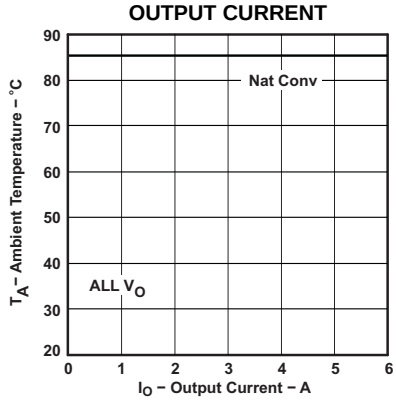

Figure 10.
(2) The temperature derating curves represent the conditions at which internal components are at or below the manufacturer's maximum operating temperatures. Derating limits apply to modules soldered directly to a 100 mm x 100 mm double-sided PCB with 2 oz. copper. Applies to Figure 10.